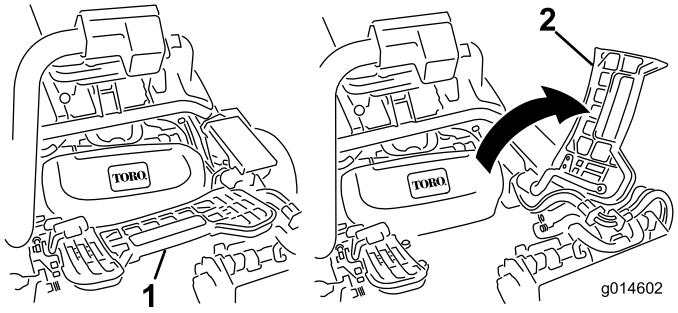

Figuur 31
1. Klap de voetsteun omhoog zodat u bij het middelste maaidek kunt (Figuur 31).